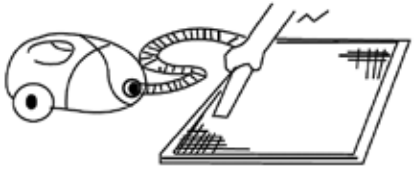

Рис. 1
2. Очистите фильтр с помощью пылесоса. Если фильтр сильно загрязнен, сполосните его водой (Рис. 1, 2).